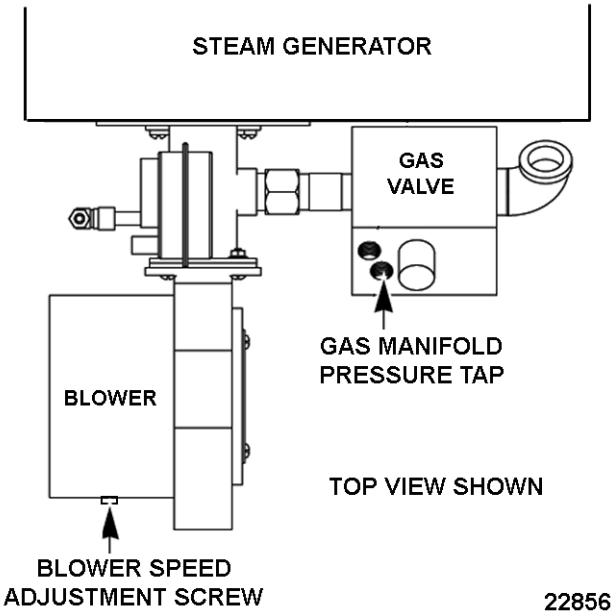

**Fig. 45**
**2nd GENERATION DSI (1) NON-ADJUSTABLE PILOT**
3. Remove plug on the outlet side of gas valve and install manometer. Refer to Fig. 45.